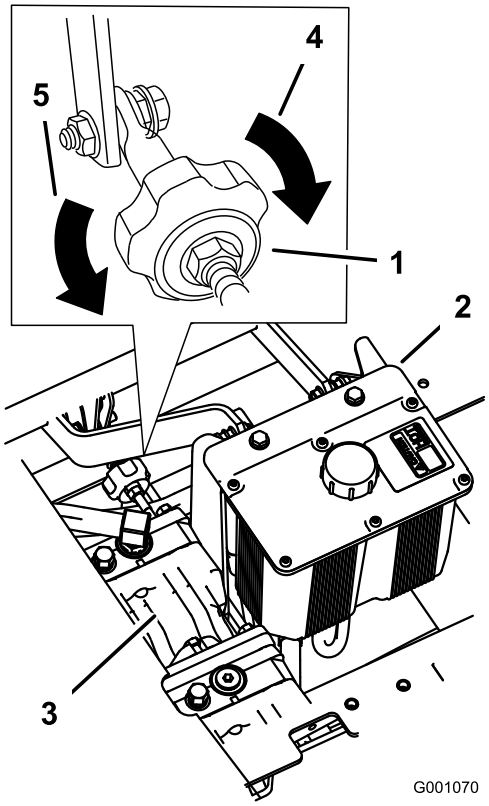

**Figur 78**
2. Juster lengden på pumpestangen ved å dreie på knotten i korrekt retning inntil hjulet ikke beveger seg eller kryper noe i revers (Figur 78).